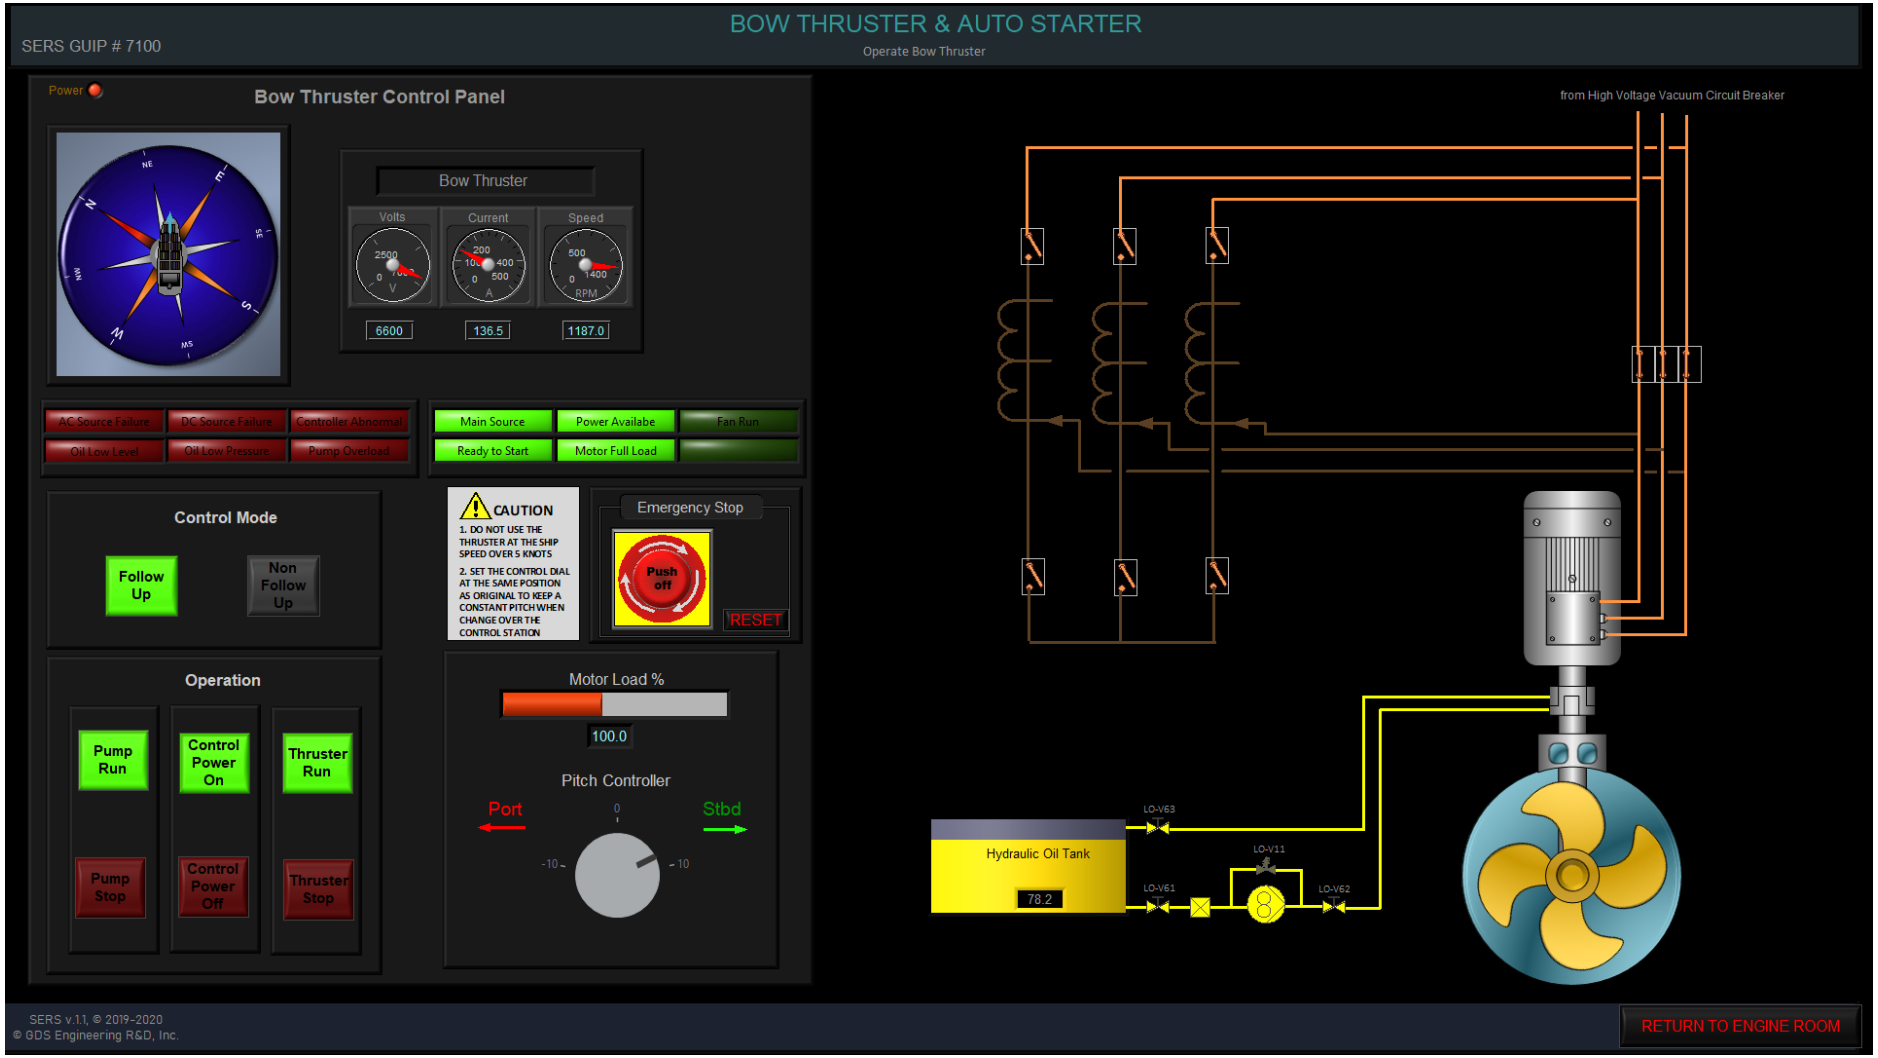

Figure 4.24.2 GUI Panel #5860: Bow Thruster & Auto Starter Panel – Bow Thruster is in Operation at %100 Load.
- See Figure 4.24.2 for a full screen capture of the GUIP #7100 when bow thruster is in operation.